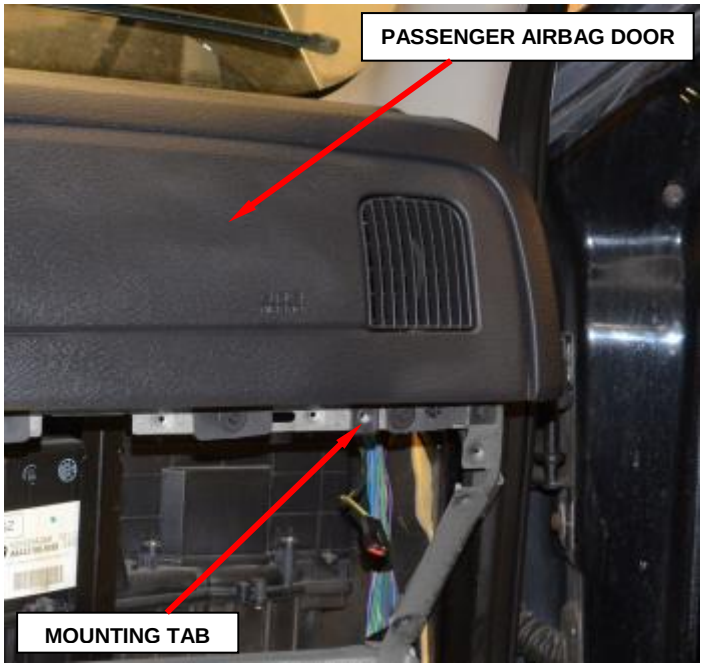

**Figure 13 – Panel Outlet Housing Mounting Tab**
11. Remove and save the screw that secures the mounting tab of the panel outlet housing to the upper glove box opening reinforcement (Figure 13).